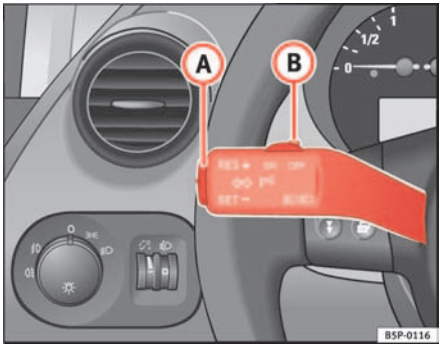

Fig. 144 Turn signal and main beam lever: switch and rocker switch for CCS
– Press the upper part **RES+** of the rocker switch ⇒ fig. 144 (A) to increase the speed. The vehicle will continue to accelerate for as long as you keep the rocker switch pressed. When you release the switch, the new speed is stored.
Control of the set speed is switched off if you reduce speed by depressing the brake pedal. You can reactivate the control by pressing once on the upper part of the rocker switch **RES+** ⇒ page 175, fig. 144 (A).